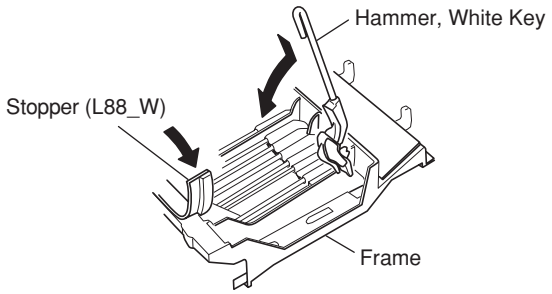

Fig.22
1. Place the keyboard assembly upside-down, insert a hammer assembly into the frame, and put the stopper (L88_W) on. (Fig.22)
* ***There are four (4) kinds of hammers that differ in weight.***